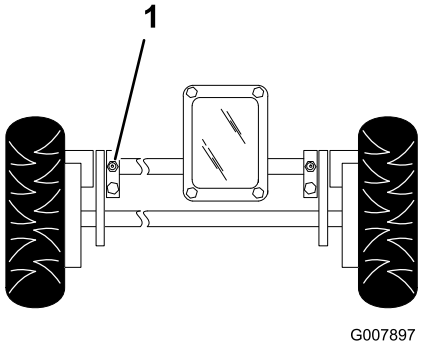

Figura 31
1. Tergete i raccordi d'ingrassaggio con un panno pulito (Figura 31).